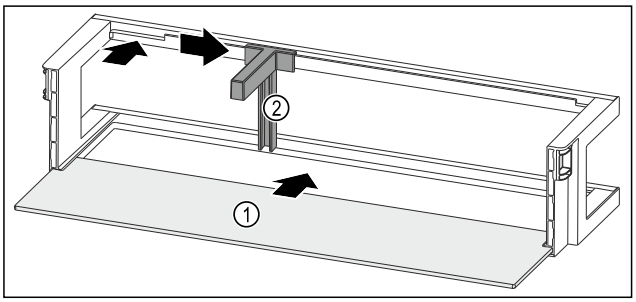

Fig. 163 Raft montat pe ușă cu raft
▶ Împingeți în interior raftul *Fig. 163 (1)* în degajările laterale.
▶ Introduceți suportul pentru sticle *Fig. 163 (2)* în degajare.
▶ Împingeți în lateral suportul pentru sticle *Fig. 163 (2)* în poziția dorită.